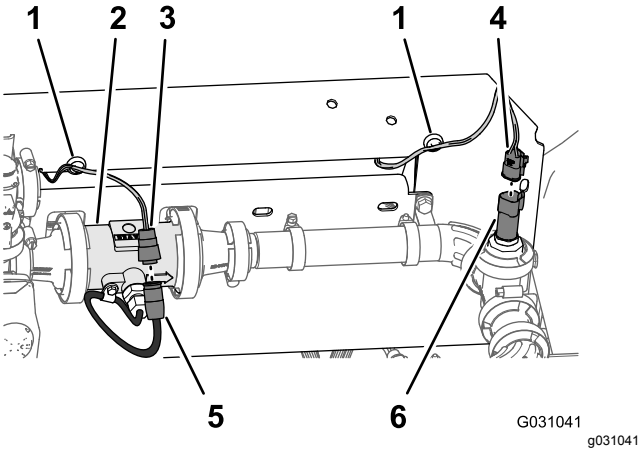

Figur 108
1. Dra kontakterna på de 218,4 cm och 75,7 cm långa kablagedelarna som är märkta **Flow Meter** (flödesmätare) och **Pressure Transducer** (tryckomvandlare) bakom grenrörsfästet (Figur 108).
2. Anslut kontakten med tre uttag på den 75,5 cm långa kablagedelen för flödesmätaren (omärkt) till kontakten med tre stift på flödesmätarens kablage (Figur 108).
3. Anslut kontakten med tre uttag på den 218,4 cm långa kablagedelen för tryckomvandlaren märkt **Pressure Transducer** till kontakten med tre stift på tryckomvandlaren (Figur 108).
4. Fäst de magnetiska kablageförankringarna för flödesmätaren och tryckomvandlaren på ytan på grenrörsfästet (Figur 108).